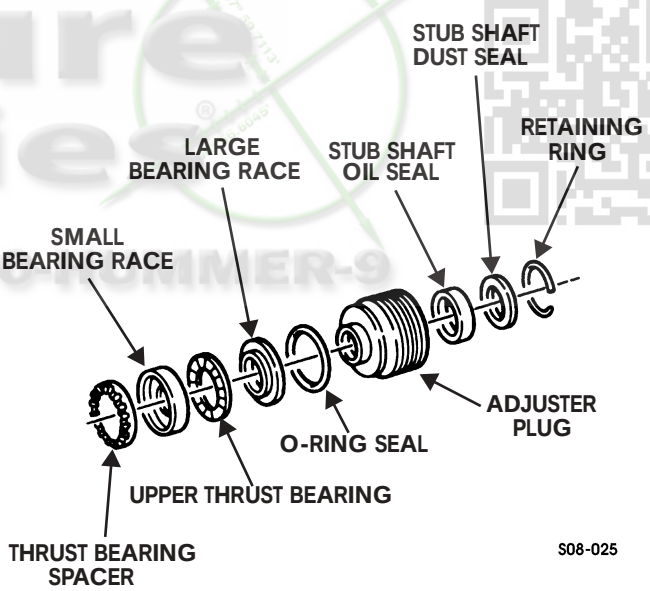

Figure 8-34: Adjuster Plug Assembly
16. Remove thrust bearing spacer, small bearing race, upper thrust bearing, and large bearing race (Figure 8-34).